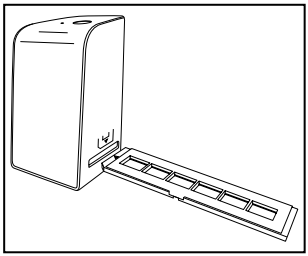

Figura 1
- Desbloquee el cierre de la parte delantera del soporte de negativos ❺ y abra el soporte.
- A continuación, inserte el soporte de negativos ❺ con la marca triangular hacia delante y visible en la ranura ❹ derecha (consulte la figura 1).
- Deslice el soporte de negativos ❺ en la ranura ❹ derecha hasta que encastre audiblemente en la primera posición. Para añadir negativos, siga deslizando el soporte de negativos ❺ hasta que encastre audiblemente en la siguiente posición.